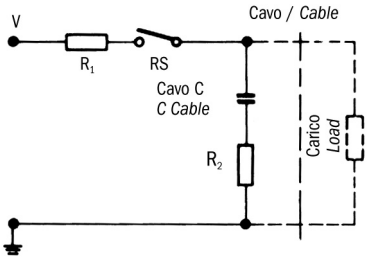
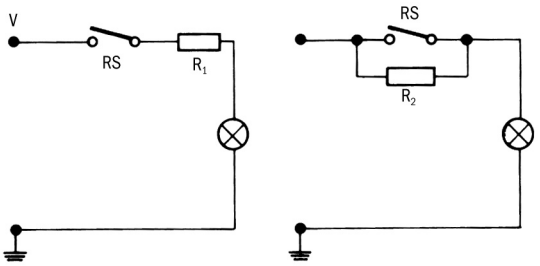

**Fig. 4**
**Fig. 5** Circuito con lampada, resistenza in parallelo o in serie con il commutatore.
**2) Carichi capacitivi e lampade** Al contrario di quanto avviene con i carichi induttivi, con i carichi capacitivi e con lampada si hanno elevate scariche di corrente che possono provocare guasti immediati, e persino la saldatura dei contatti. Quando si commutano dei condensatori caricati o dei condensatori di linea, si ha un'immediata scarica la cui intensità dipende dalla portata e dalla lunghezza dei carichi. La corrente di scarica di picco è limitata da un resistore in serie con il condensatore, come è indicato nella fig. 4 (vedi pagina seguente). La dimensione del resistore sarà determinata in base alle possibilità esistenti nell'ambito di un particolare circuito. In ogni caso, dovrebbe essere il più grande possibile per limitare lo scarico di corrente entro limiti accettabili. Quanto detto vale anche per il carico con condensatori. Per quanto riguarda i circuiti con condensatori ad elevata scarica di corrente, andrebbero usati i circuiti come da fig. 5 (vedi pagina seguente), con R1 o R2.